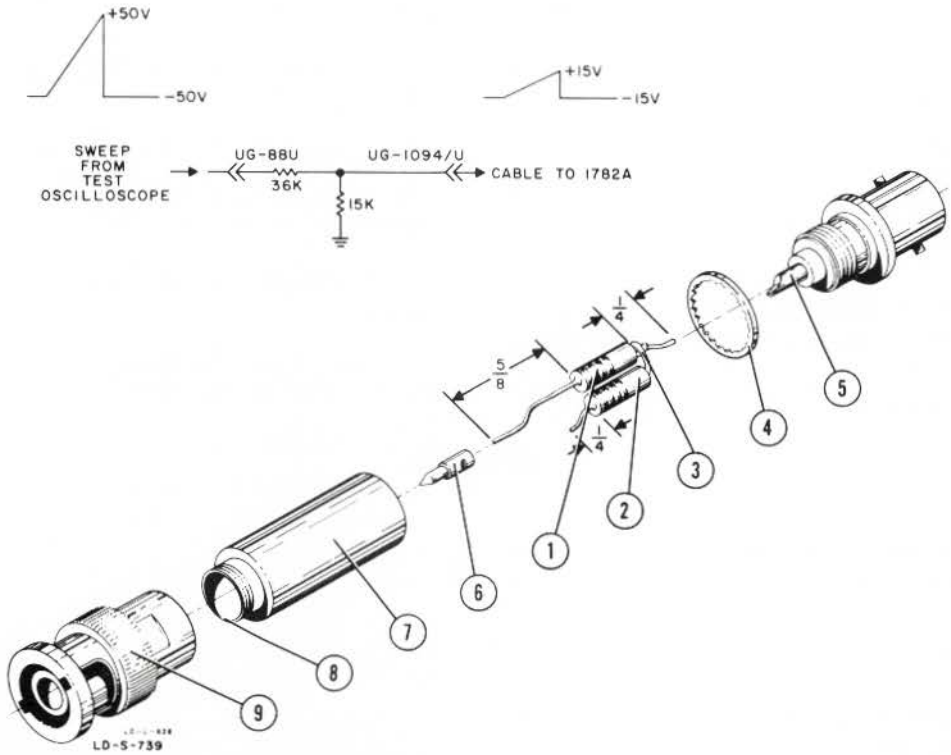

Figure 5-1. Special Attenuator
5-4. Test equipment required to complete a performance check is listed in table 5-1, items 1 through 5. Similar equipment having the listed characteristics may be substituted. To construct the Special Attenuator, refer to figure 5-1 and proceed as follows:
b. Assemble the attenuator as follows (numbered steps refer to figure 5-1):